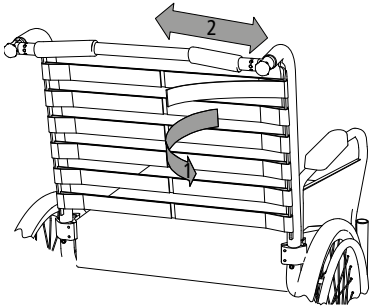

fig. 23
1. Per regolare il coprischienale rimuovere il cuscino e allentare la chiusura in velcro delle cinghie (1, fig. 23).
2. A questo punto, fissare nuovamente le fasce nella posizione desiderata (2, fig. 23). Cominciare dalla fascia più bassa. Infine riposizionare il cuscino dello schienale.